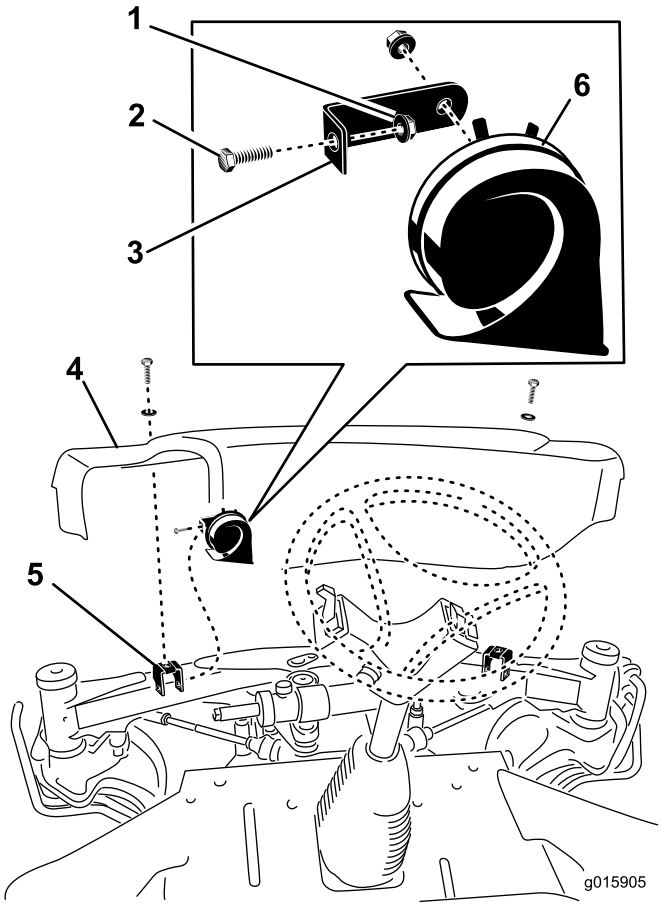

図 8
1. 前アクスルブラケットに前カバーを固定しているねじ（2本）とワッシャを外す(図 8)。前カバーを取り外す。
2. 左カバー取り付けブラケットにホーンブラケットを取り付ける； 5/16 x 3/4 インチねじと 5/16 インチフランジヘッドナットを使用する（図 8）。